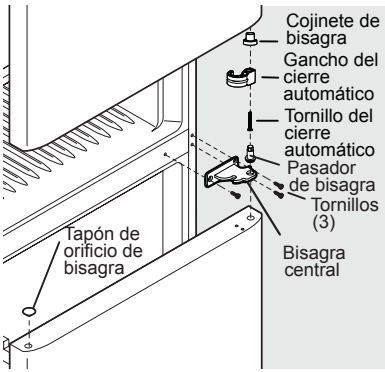

Figura 2
5. Desatornille el pasador de la bisagra central con una llave inglesa y déjelo aparte (ver Figura 2).
7. Quite los tres tornillos de la bisagra central con un destornillador de cabeza hexagonal T20 y deje la bisagra central a un lado (ver Figura 2).